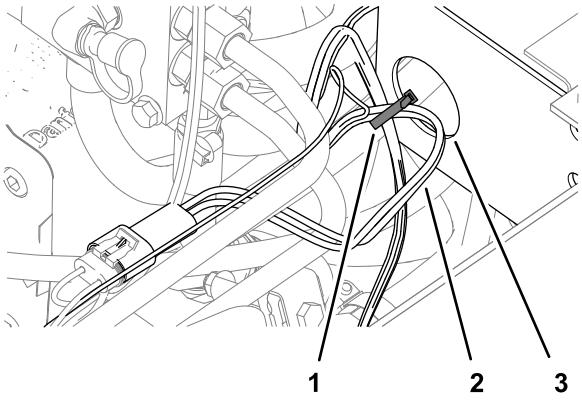

Figur 10
3. Fest strømfastspenneren til maskinrammen med et kabelfeste (Figur 10).